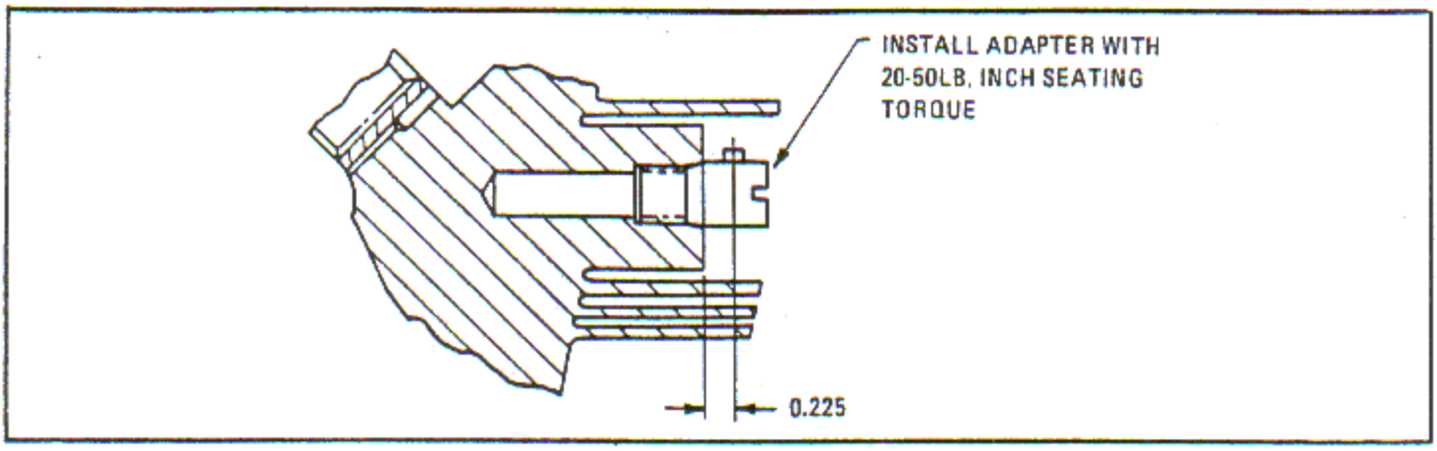

Figure 6-131. Installing Cylinder Head Thermocouple Adapter
a. Apply a thin coat of anti-seize compound to the threads of a new adapter. Assemble the adapter in the cylinder head using lug wrench. Torque to 20 - 50 inch-pounds using a torque wrench (Cat. No. F100-1, P.A. Sturtevant Co., Addison, Illinois, or equivalent). See figure 6-131.